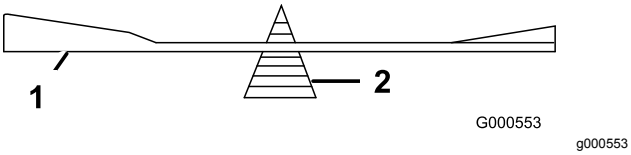

Figuur 104
2. Controleer de balans van het mes met een mesbalans (Figuur 104).